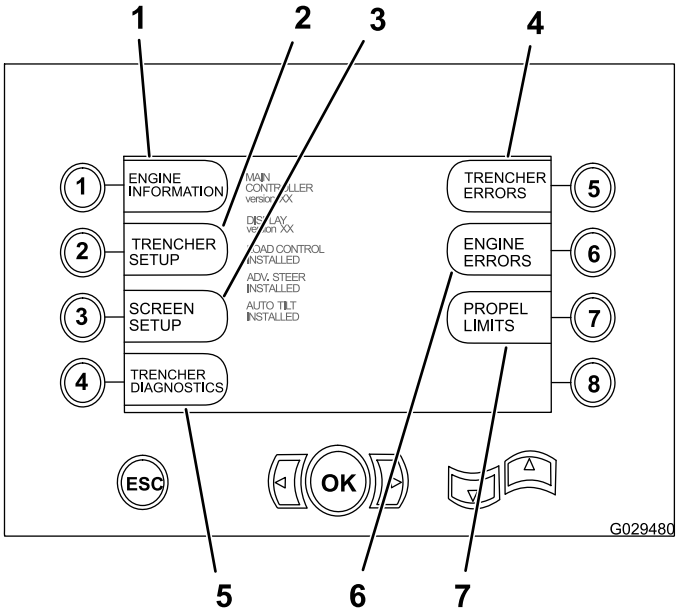

Figura 36
Para acceder a la pantalla de selección principal, pulse y suelte los botones de flecha arriba y flecha abajo (Figura 36) al mismo tiempo. Esta pantalla permite al usuario seleccionar entre las pantallas de función ilustradas en Figura 36.
1. Desde la pantalla de selección principal, pulse el botón 7 para acceder a los ajustes de la función Límite de propulsión; consulte Figura 36 en Acceso a la pantalla de selección principal (página 32).